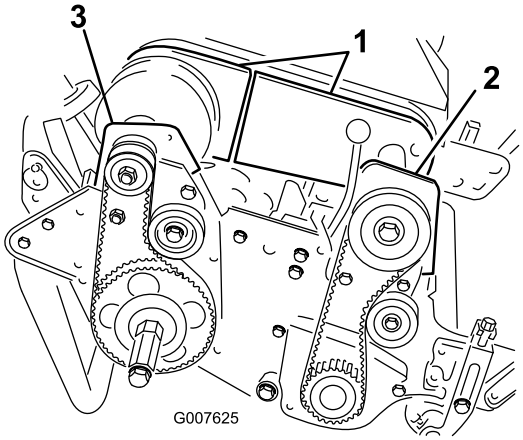

Figuur 41
4. Verwijder de bouten waarmee het voorste en het achterste deel van de differentieelkap zijn bevestigd aan de differentieelbehuizing en schuif beide delen weg zodat u bij de riem kunt komen (Figuur 41).
6. Verwijder de 2 tapbouten en borgmoeren waarmee de behuizing van de voorste koppeling is bevestigd aan de zijplaat (Figuur 41).
8. Verwijder de 2 bouten en borgmoeren waarmee de lagerbehuizing rechtsachter is bevestigd aan de zijplaat (Figuur 41).